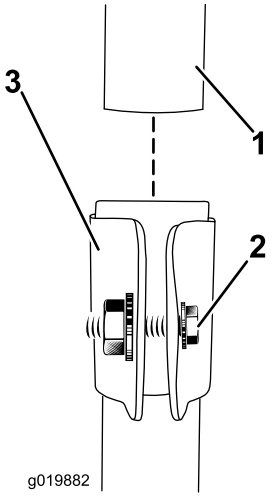

Figur 1
1. För in den övre stången i den undre stången samtidigt som du riktar in spåret i den övre stången mot spåret i den undre stången och drar åt skruven så att den övre stången sitter fast ordentligt under driften (Figur 1).